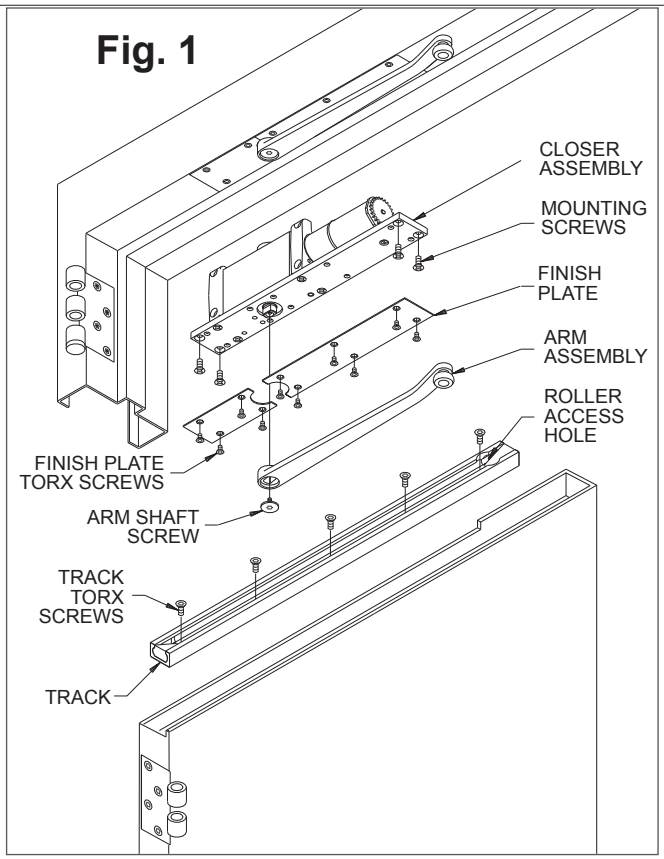

Fig. 3
c. Using an adjustable wrench, rotate door closer shaft approximately 90°. See Fig. 3. (R.H. - clockwise / L.H. - counterclockwise).